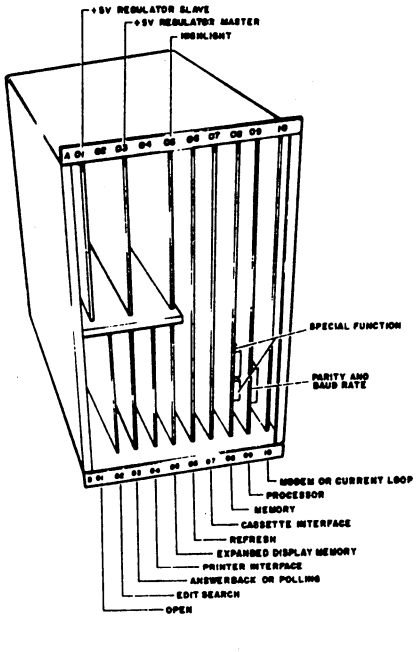

Figure 6E-8. Logic Card Cage Board Locations
7. Place the board in the correct location (figure 6E-8) and slide the board in the track until it is touching the socket at the end of the track.
3. Carefully lift the card cage upward and to the rear sufficiently to disconnect the connectors mounted on the bezel side of the card cage. When the cage is back far enough, disconnect the cables and remove the card cage (figure 6E-9).